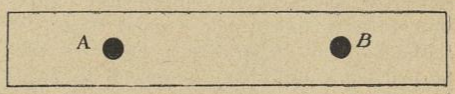

Fig. 119. — Expérience de Mariotte.
« Si l'on trace sur le papier deux points noirs (fig. 119) distants de 5 centimètres, qu'on ferme l'œil gauche, qu'on se place à une distance de 15 centimètres du papier, et qu'avec l'œil droit, on fixe le point du côté gauche (A), on n'apercevra pas le point droit (B) dans cette position, tandis que dans toutes les autres positions, plus rapprochées ou plus éloignées, il devient visible; le calcul démontre que, dans la position indiquée, les